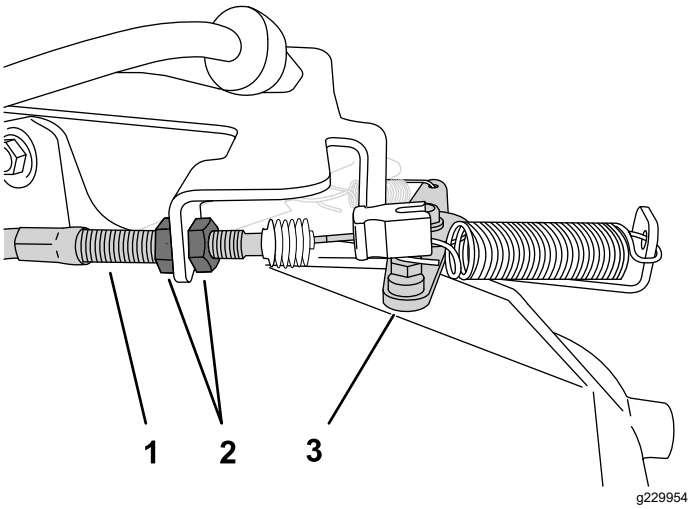

Figur 44
2. Öka låg tomgång genom att dra åt den främre kontramuttern och lossa den bakre kontramuttern vid gasvajerhuset (Figur 44).